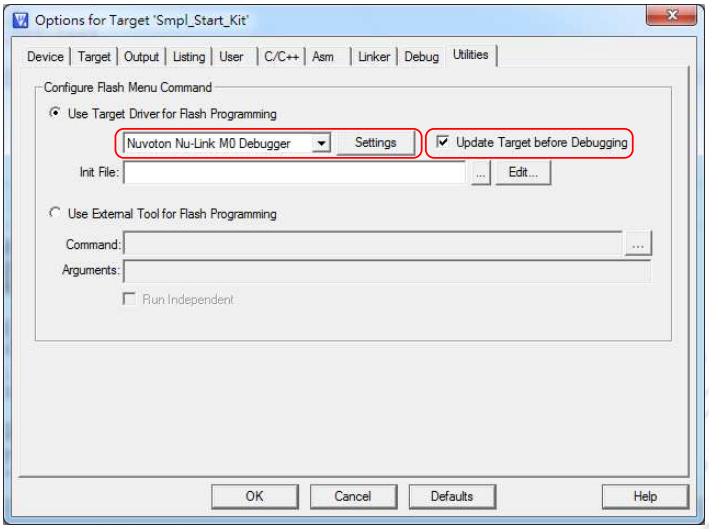

Figure 4-12 Keil RVMDK Programmer Selection
Step 6: Invoke **Project** → **Options for Target** → **Utilities**, select "**Nuvoton Nu-Link M0 Debugger**" when the **Use Target Driver for Flash Programming** option is enabled, and then select the **Update Target before Debugging** option, as shown in Figure 4-12.